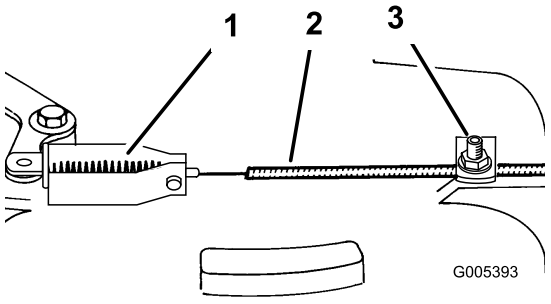

Рисунок 33
3. Ослабьте винт зажима троса так, чтобы кабелепровод тормоза мог свободно скользить (Рисунок 33).